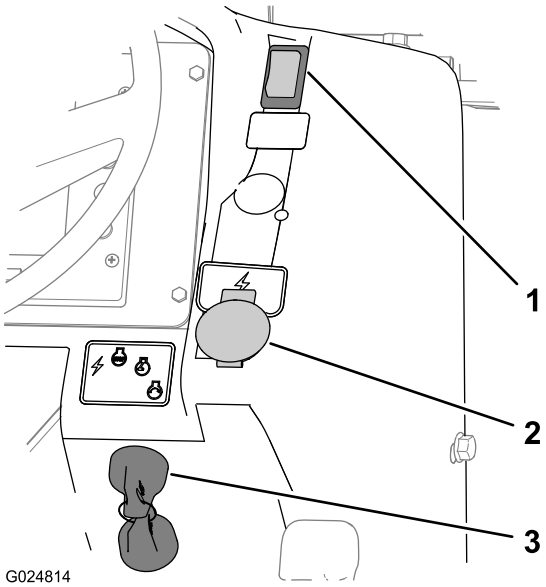

Figura 11
- Per innestare il freno di stazionamento spingete in giù il relativo interruttore (Figura 11).
Utilizzate l'interruttore a chiave per alimentare gli accessori elettrici, avviare e arrestare la macchina (Figura 11). Le 4 posizioni dell'interruttore a chiave sono le seguenti: